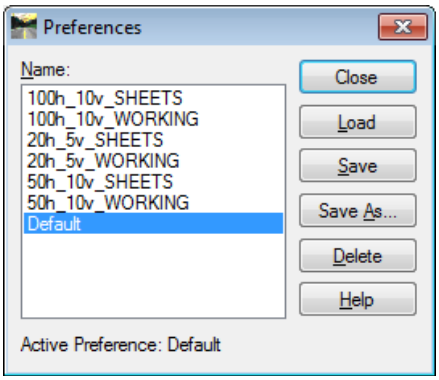

Figure L4-3 Preferences
13.	• In the **Create Profile** dialog click the **Preferences** button. The **Preferences** dialog opens as shown in *Figure L4-3*. • Under the **Name:** field -- Select the Preference **50h_10v_SHEETS**. The **50h_10v_SHEETS** Preference sets up the **Create Profile** dialog for temporary viewing of the Profile. ***NOTE:** *The _SHEETS preferences differ from the _WORKING preferences only in that the grid is also viewed in the _WORKING preferences.* • Click **Load** & **Close.**